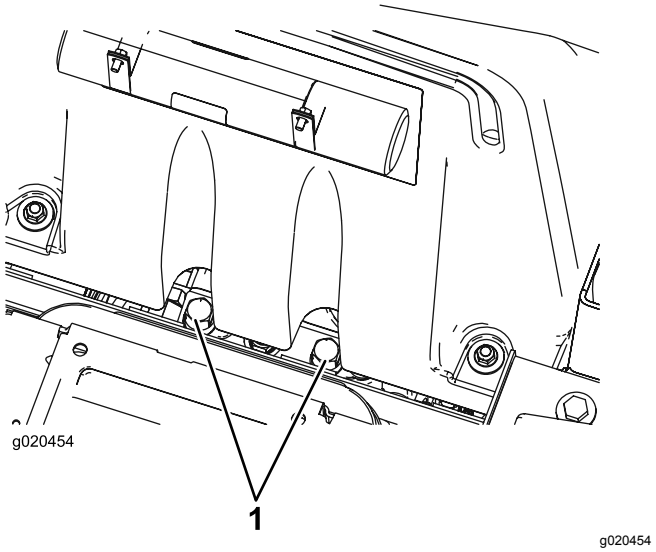

Figur 56
1. Höj upp sätet. Förbikopplingsventilerna är placerade under bränsletankens framsida (Figur 56).